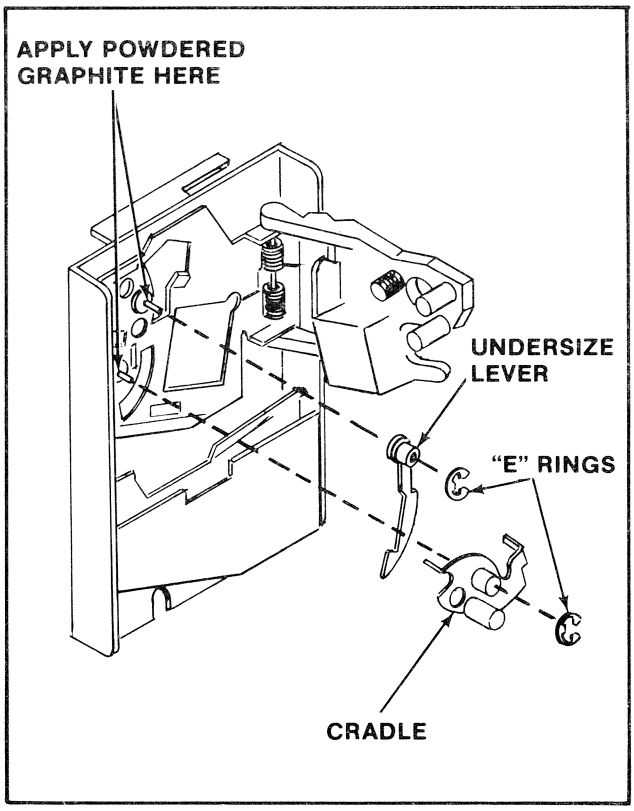

**Figure 27 Lubricating the metal coin acceptor**
- Use **ONLY** powdered graphite and put it **ONLY** on the moving parts of the coin acceptor. These parts are called out in Figure 27.